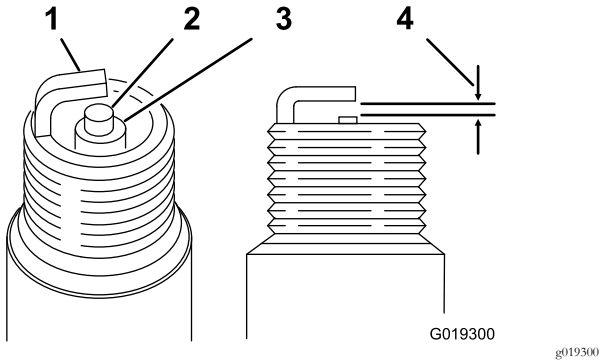

**Figur 34**
**Luftgap:** 0,70 till 0,80 mm. Se Figur 34.
3. Ställ in luftgapet på 0,70 till 0,80 mm (Figur 34).